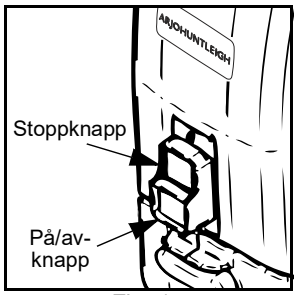

Fig. 1
1. Slå av Maxi Move ved å trykke på den røde stoppknappen (se Fig. 1).